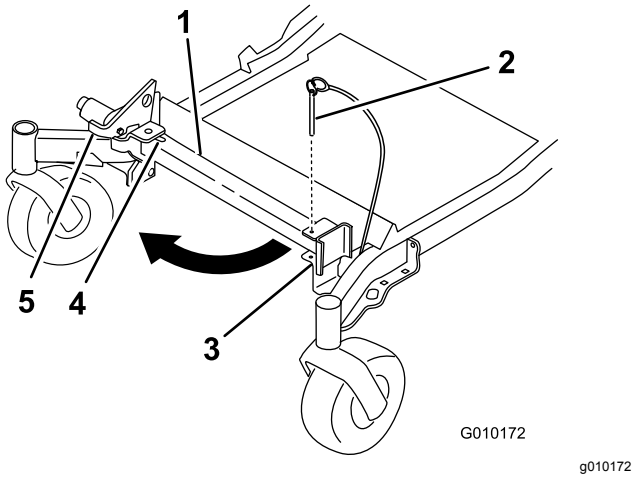
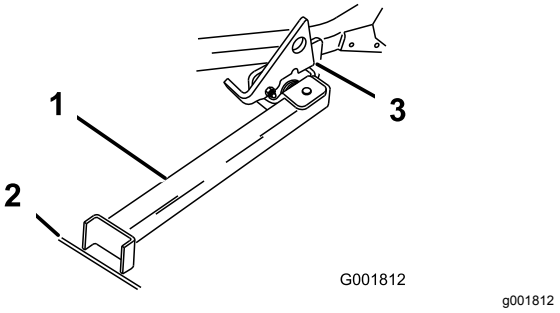

Figur 42
Figur 43
2. Monter brakettpinnen (Figur 42).
4. Sving stativets fot ut og skyv det mot maskinen, inn i bunnen av slissen (Figur 42 og Figur 43).
5. Plasser stativets fot på bakken og hvil spaken på dreietappen (Figur 43).
Merk: For best resultat, plasser stativets fot i skjøter i fortauet eller ned i gressmatten (Figur 43).
7. Kjør maskinen opp på støttene. Stopp når spaken faller ned over tappen i låst stilling (Figur 43).
5. Plasser stativet i hvilestilling igjen (Figur 42).